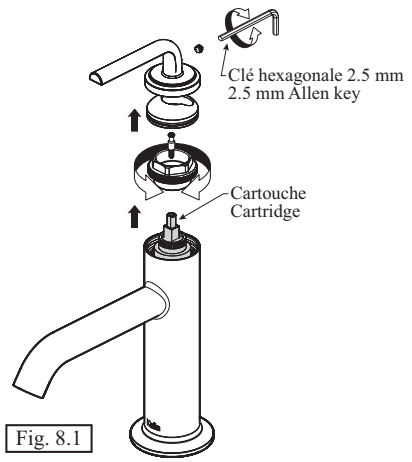
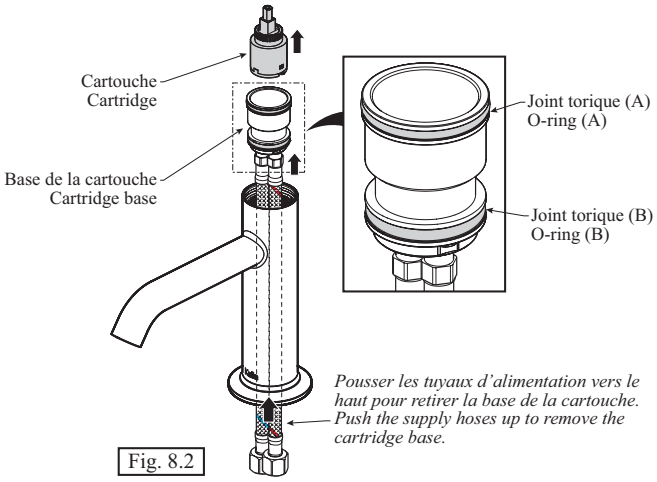

Fig. 8.1
Fig. 8.2
- Nettoyer les **joints toriques A** (fuites sous la manette) ou **B** (fuites sur le comptoir) (fig. 8.1 et fig. 8.2).
- Changer la **cartouche** si elle est endommagée (fig. 8.1).
- Clean the **cartridge o-rings A** (leaks under the handle) or **B** (leaks on counter) (fig. 8.1 and fig. 8.2).
- Replace the **cartridge** if damaged (fig. 8.1).